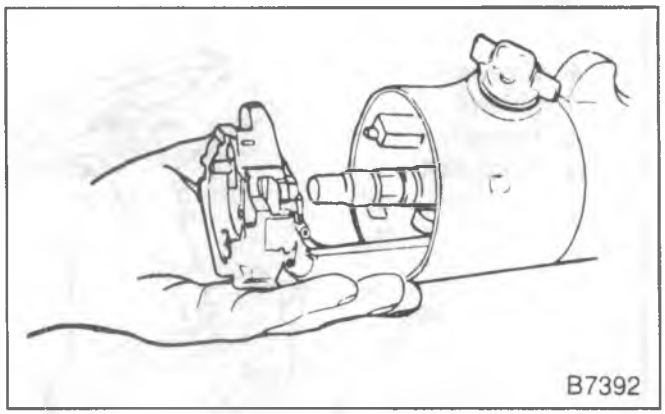

Figure 13 – Removing Turn Signal Switch Assembly
- Pull the switch up and free the connector, then disconnect switch from harness (figure 13).